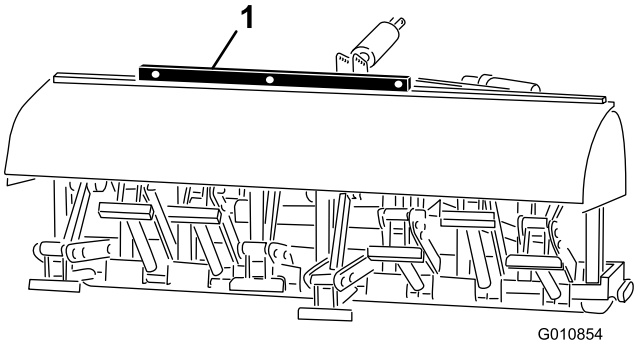

Figur 26
2. Placera ett vattenpass ovanpå luftarens ram för att kontrollera att den är jämnt inställd i sidled (Figur 26).